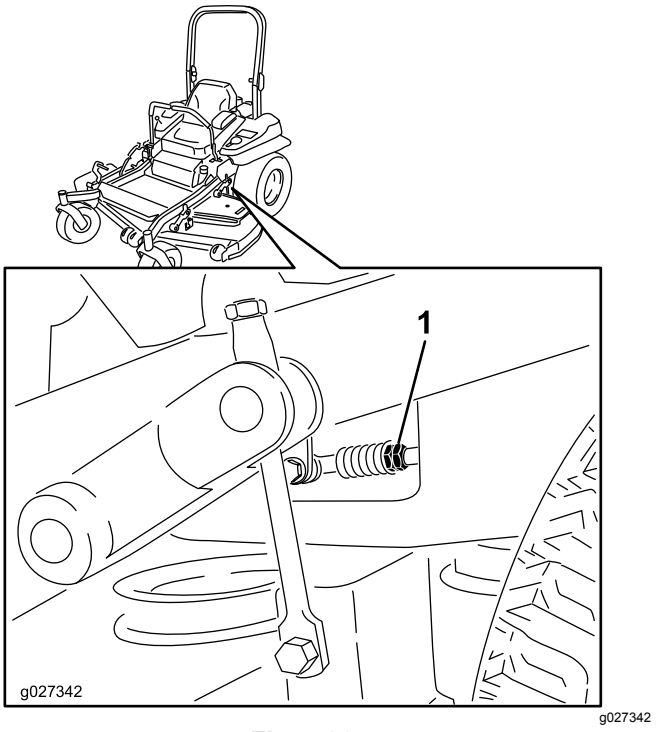

Figur 89
9. Juster lengden på pumpestangen ved å vri på de doble mutrene på stangen i den aktuelle retningen til hjulene kryper noe i revers (Figur 89).